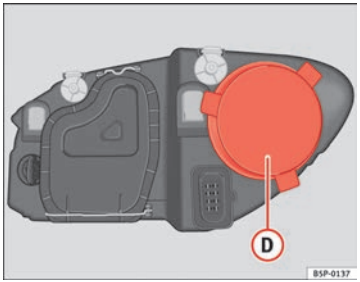

Fig. 183 Side light
– Remove the cover ⇒ Fig. 183 (D) by pulling on this.